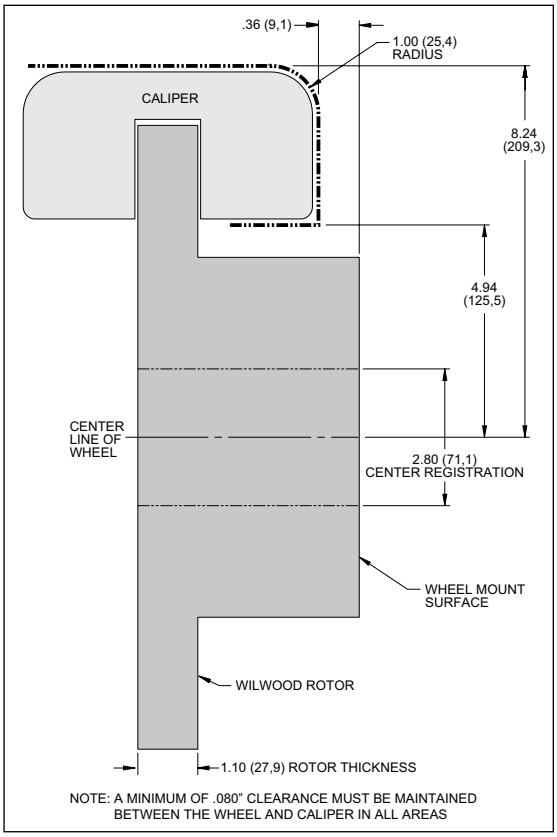

Figure 3. Wheel Clearance Diagram
- **Review the Wheel Clearance Diagram (Figure 3, page 4) to verify that there is adequate clearance with the wheels you will be using with the installation.**
- Verify your wheel clearance using Figure 3.